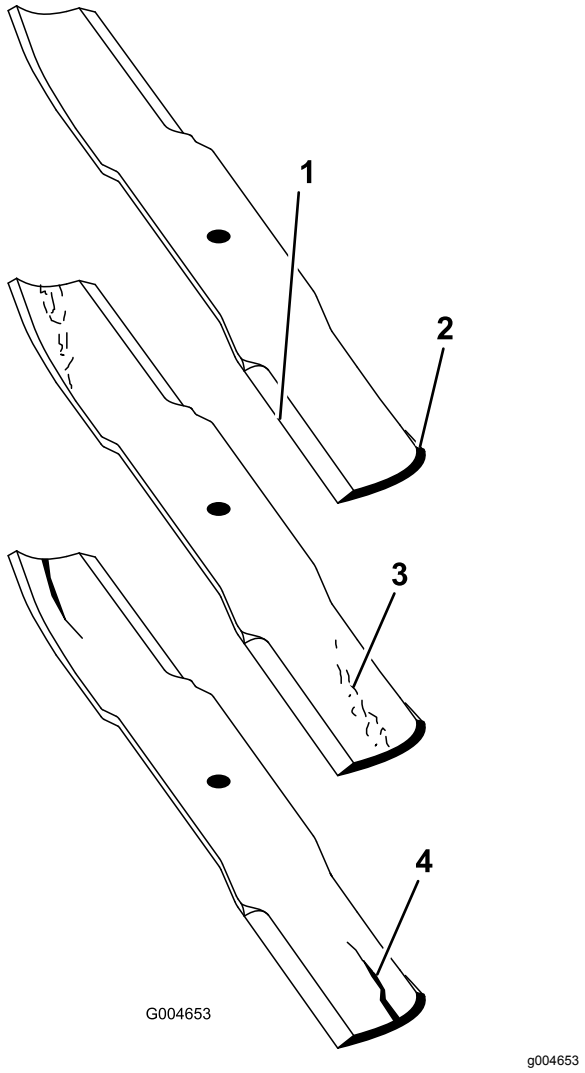

Figuur 115
2. Controleer nauwkeurig de uiteinden van het maaimes, in het bijzonder op de plaats waar het platte en het gebogen deel samenkomen (Figuur 115).
Opmerking: Omdat het metaal dat het platte en het gebogen deel van het mes verbindt, kan wegslijten door zand en ander schurend materiaal, moet u dit steeds controleren voordat u de maaier gaat gebruiken. Als u een slijtplek ontdekt (Figuur 115), moet u het mes onmiddellijk vervangen.